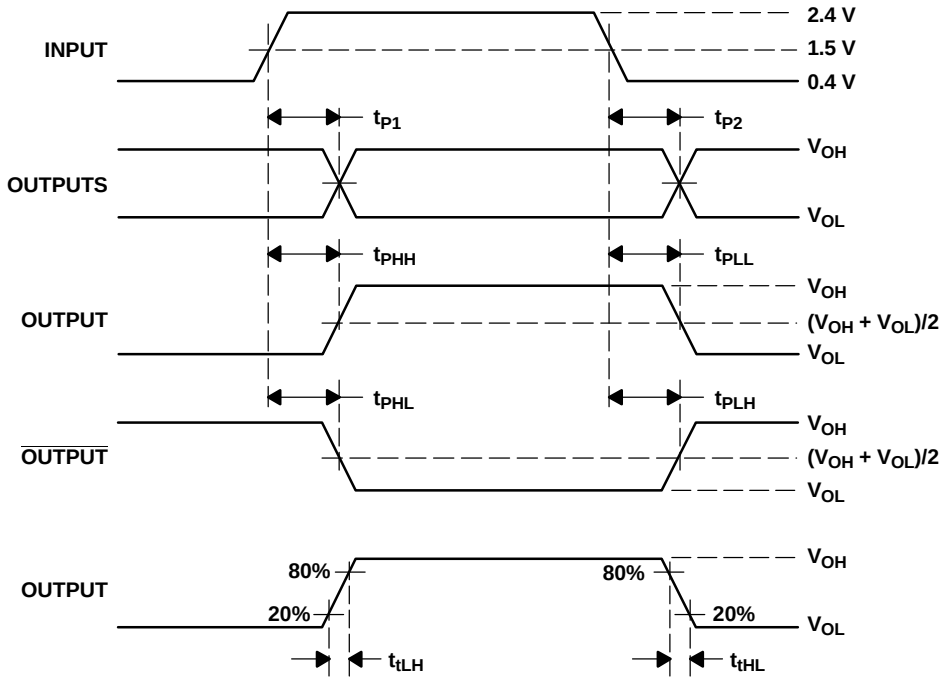

Figure 1. Propagation Delay Time Waveforms
(1) All typical values are at 25°C and with a 5-V supply.
(2) Parameters t_{P1} and t_{P2} are measured from the 1.5 V point of the input to the crossover point of the outputs (see Figure 1).
(4) Δt_{skew} is the magnitude of the difference in differential skew t_{skew1} between any specified outputs of a single device.
(1) All typical values are at 25°C and with a 3.3-V supply.